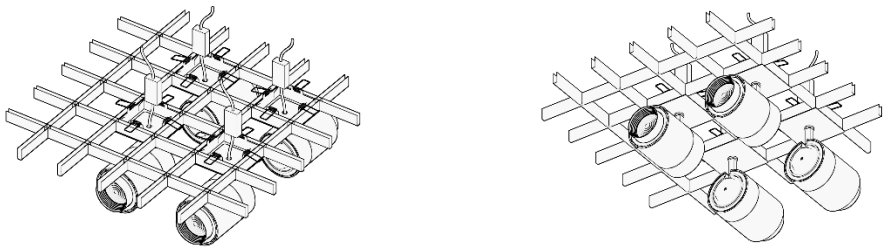

Рисунок 5. Вариант максимально близкого друг к другу расположения светильников в группе.
5.3. Подберите подходящее ячейку для установки светильника. **Обратите внимание, что светильники данной серии конструктивно невозможно установить в соседние ячейки потолка Грильято.** Варианты максимально близкого расположения светильников друг к другу см. на рис.5.